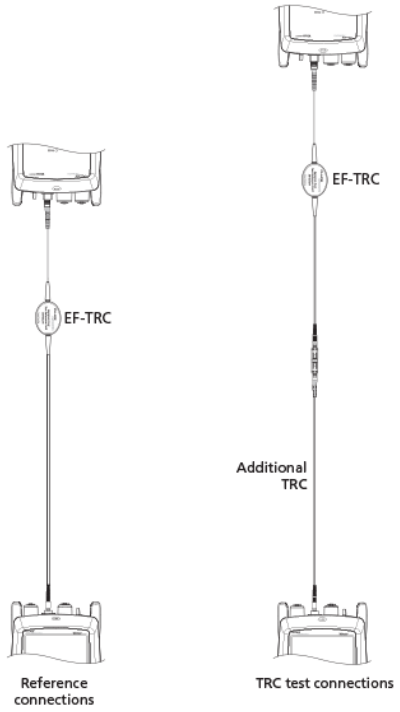

Abbildung 6. Referenz und TRC-Prüfanschlüsse für Quelle am entfernten Ende
10. Make the connections to set the reference, as shown on the screen and in Figure 6, then tap **NEXT** to see the completed connections.
2. Trennen Sie das Referenztestkabel von dem INPUT-Port an Tester und Remote, dann verwenden Sie ein Referenztestkabel und einen Adapter, um die Verbindungen zur Überprüfung der TRC zu erstellen, wie auf dem Bildschirm und in Abbildung 6 gezeigt.